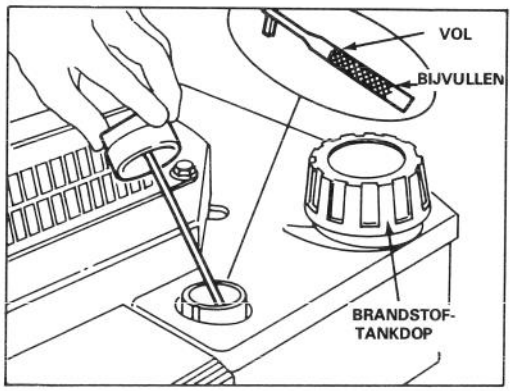

Afbeelding 3
3. Veeg de oliepeiler af en steek hem in weer in het vulgat. Draai de dop een kwartslag naar rechts. Verwijder daarna de oliepeiler en controleer het oliepeil (Afb. 3). Indien het peil te laag is, voeg voldoende olie toe tot de vullijn op de oliepeiler. VUL NIET BOVEN DE VULLIJN OMDAT DIT DE MOTOR BIJ HET STARTEN ZOU KUNNEN BESCHADIGEN.
1. Maak de dop van de brandstoftank schoon en verwijder dop van de tank (Afb. 3). Gebruik loodvrije benzine en vul de tank tot ongeveer 13 mm van de rand.